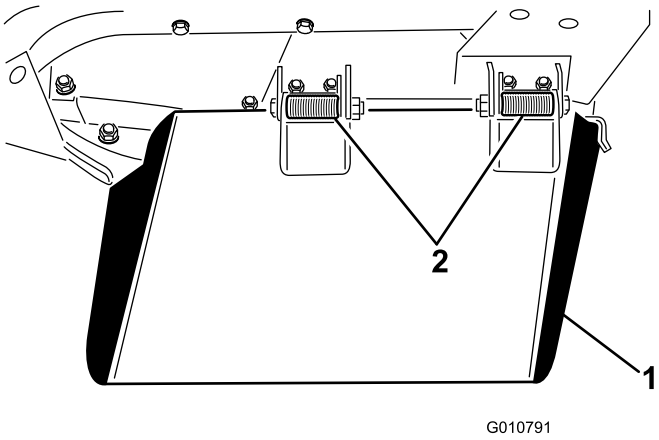

**Figure 14**
**Remarque:** Le déflecteur est ramené par ressort à sa position normale de fonctionnement (Figure 14), à savoir la position abaissée ; toutefois, il peut être poussé temporairement sur le côté pour faciliter le chargement sur une remorque ou en cas de nécessité.